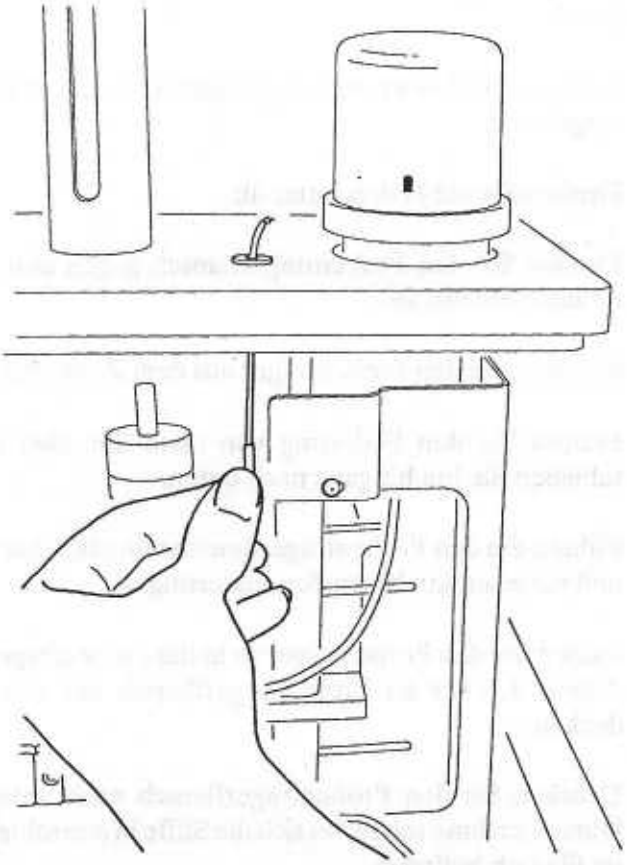

Bild 9
2. Führen Sie das Thermoelement vorsichtig mit der Spitze zuerst durch das Loch in der oberen Wand der Gewichtekammer (s. Abb. 9).